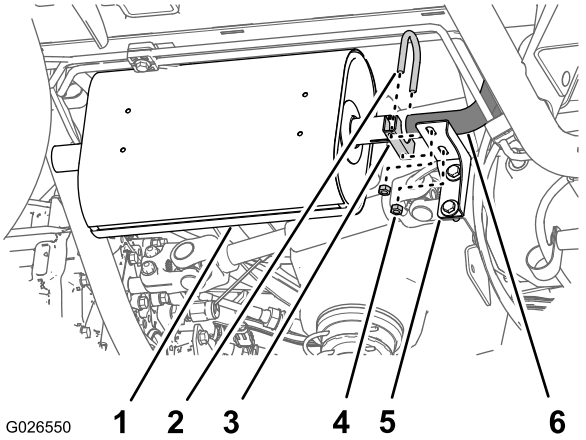

Figur 5
5. Fjern de 2 møtrikker, bøjleskruen og sadelbeslaget, der fæstner lydpottens indgangsrør og Y-røret til forlydpottestøtten (Figur 5).